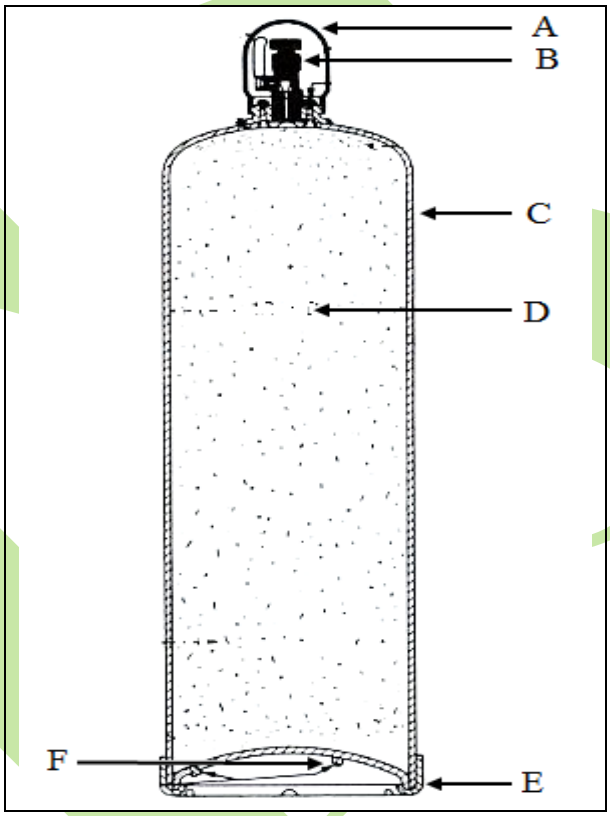

FIGURE 3 (6)
7.1 FIGURE 3 shows a cross-sectional view of an acetylene cylinder. Name the parts indicated on the sketch by writing only the answer next to the letter (A–F) in the ANSWER BOOK.